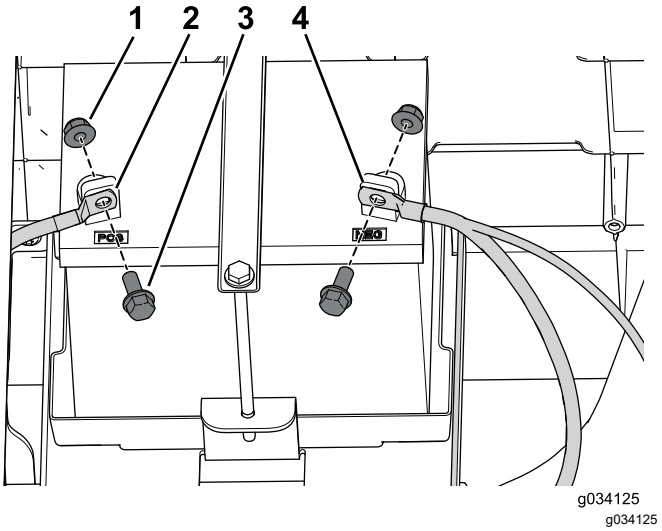

Rysunek 7
7. Odłącz ujemny (–) przewód od akumulatora, a następnie dodatni (+) przewód (Rysunek 7).
3. Zamocuj przewody akumulatora z wykorzystaniem 2 śrub i 2 nakrętek odkręconych wcześniej, a następnie podłącz zaciski akumulatora (Rysunek 7).